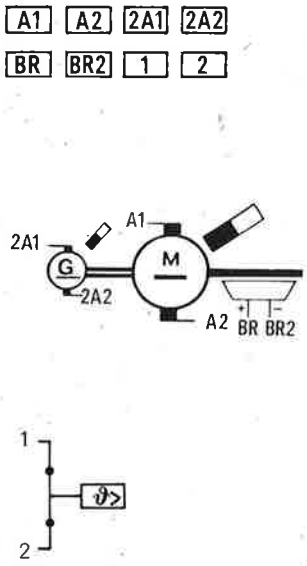

Fig. 1
Anschließen (s. Fig. 1)
Connection (see Fig. 1)
Die Dauermagnet-Haltebremse arbeitet nach dem Ruhestromprinzip. Sie öffnet bei Anlegen einer Gleichspannung von 24 V ± 10 %. Die Spannung muß innerhalb des angegebenen Toleranzbereichs liegen, da sonst die Betriebssicherheit gefährdet ist. Bei eingeschaltetem Motor muß die Bremse immer erregt, d. h. geöffnet sein. Beim Ausschalten der Bremse (entregen) oder bei Stromausfall wird die Ankerscheibe (2.20) vom Dauermagneten angezogen und dadurch die Motorwelle festgehalten. Bremsenanschluß siehe Fig. 1.
e) Bremsenzuleitung durch die Bohrung „N" stecken und im Klemmenkasten an die Klemmen (BR, BR2) anschließen (s. Fig. 1). BS-Lagerschild an das Gehäuse heranschieben. Bremse unter Spannung setzen. Darauf achten, daß die Nordpolbohrung (N) im Gehäuse frei von Vergußmasse ist und oben liegt. Eventuell Vergußmasse mit einem Schraubenzieher durchstoßen.